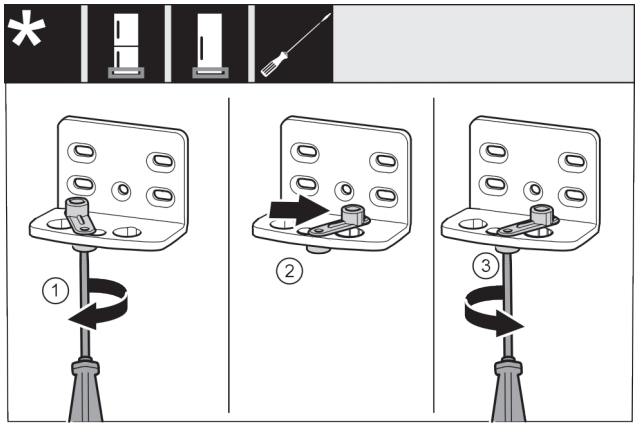

Fig. 18
▶ Desfaceți șurubul *Fig. 18 (1)* cu șurubelnița.
▶ Ridicați dispozitivul auxiliar de închidere a ușii *Fig. 18 (2)* și rotiți-l cu 90° spre dreapta în orificiu.
▶ Înșurubați ferm șurubul *Fig. 18 (3)* cu șurubelnița.